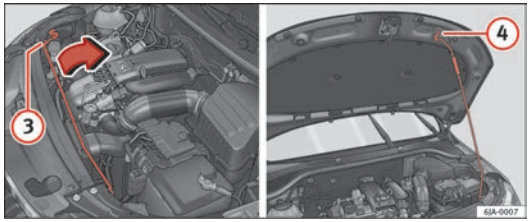

Fig. 117 Securing the bonnet
– Remove the support strut (3) ⇒ Fig. 117 from its fastening in the direction of the arrow and secure the raised bonnet so that the end of the strut hooks onto the opening in the bonnet (4).